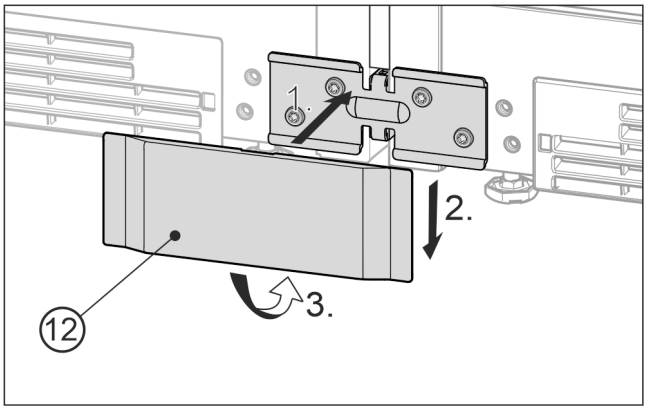

Fig. 25 Reprezentare exemplificativă
▶ Aplicați din față capacul *Fig. 25 (12)* inferior peste vinclu *Fig. 25 (1)*, împingeți-o în jos *Fig. 25 (2)* și fixați-o în poziție în partea inferioară *Fig. 25 (3)*.